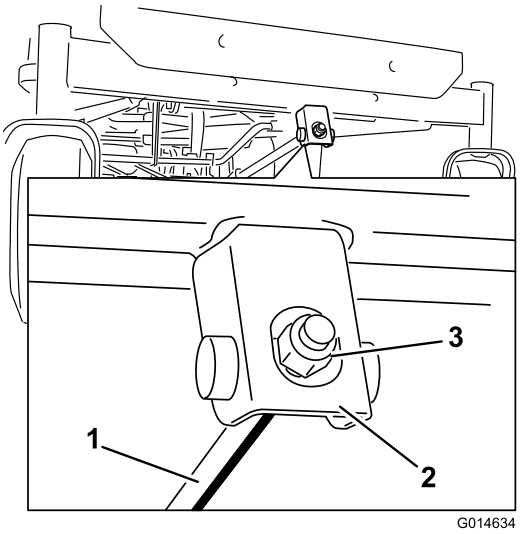

**Figur 64**
6. Rotere justeringsmutteren foran på gressklipperen (Figur 64) for å justere knivens helling på langs.